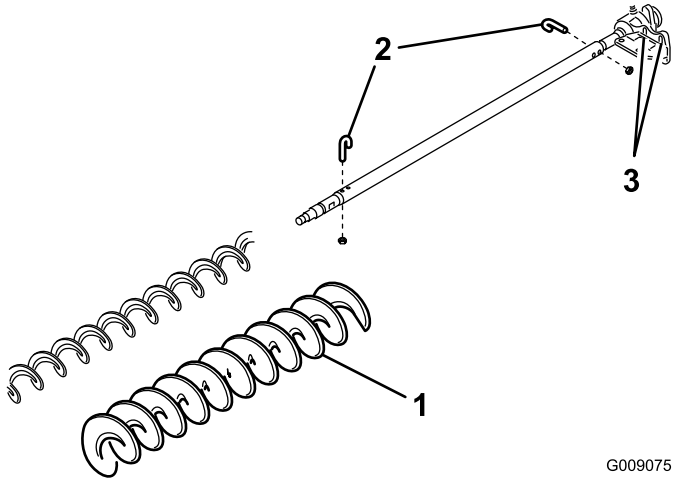

図 22
3. ボルトとナット各 2 を外す図 22。
4. ブラシシャフトについている既存のブラシを抜き取る図 22。
5. 駆動側ベアリングハウジングをベアリングハウジング取り付けブラケットに固定しているボルト各 2 本とワッシャおよびナットをゆるめる図 22。
6. グルーマシャフトに高刈りブラシブラシを通す図 22。
7. 先ほど外した J ボルトとナット各 2 を使って、ブラシをシャフトに固定する図 22。